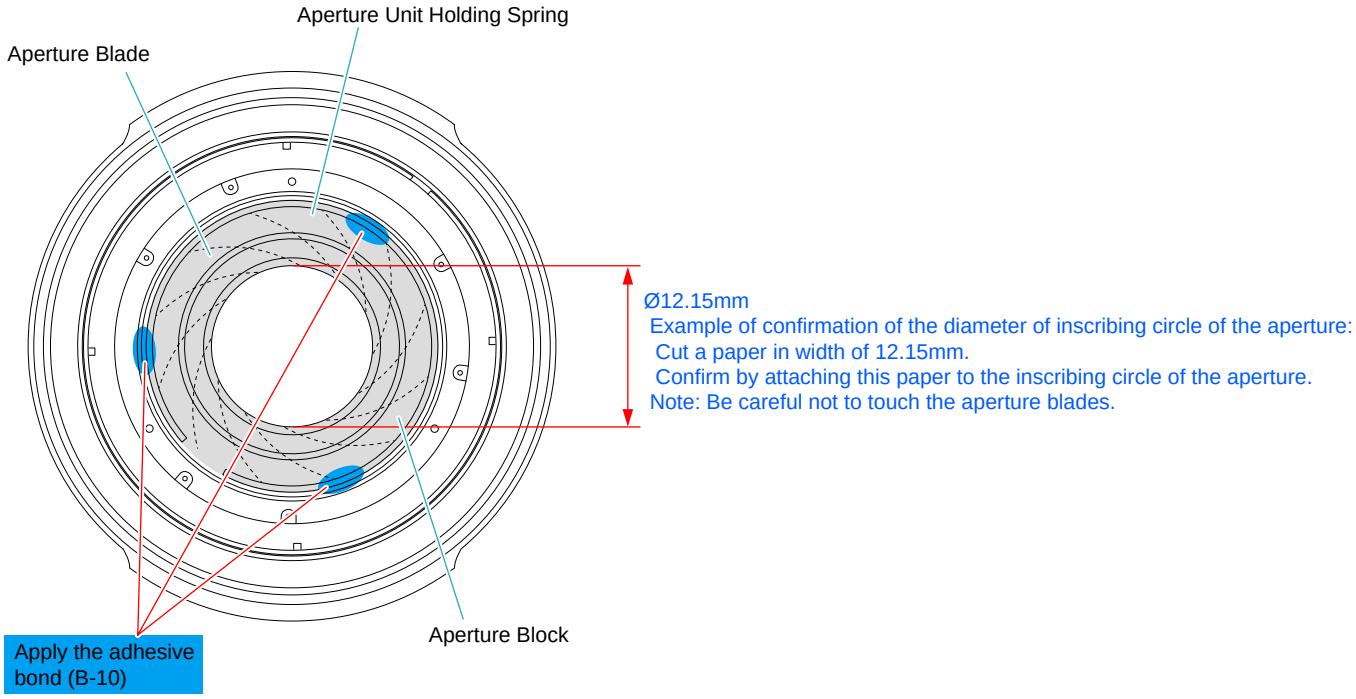

Fig.4-2-9
1) Adjust by rotating the aperture block from the lens front so that the diameter of the inscribing circle of the aperture blades becomes "about Ø12.15mm". (Fig. 4-2-9)
4) After completing the adjustment, apply the adhesive bond (B-10) to the three indicated locations.(Fig.4-2-9)